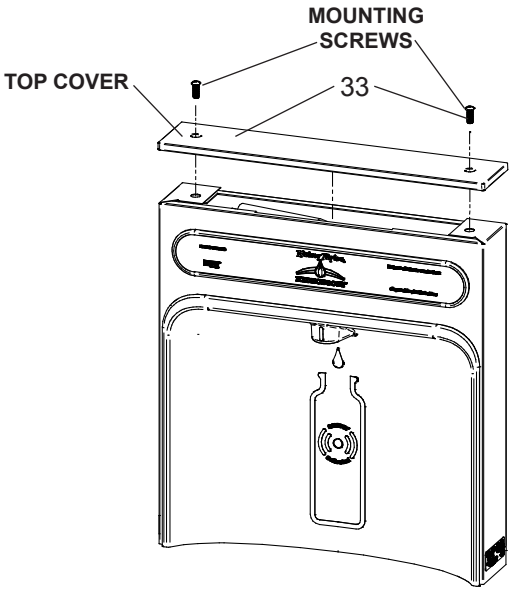
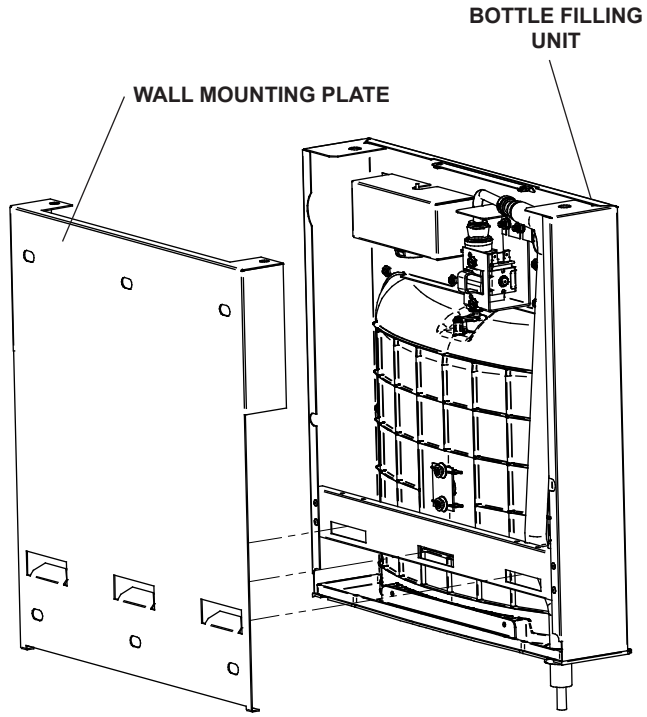

Fig. 7
Fig. 10
1) **Remove two (2) mounting screw**s with 5/32” Allen wrench holding top cover to Bottle Filler (See Fig. 7). Remove top cover. Note do not discard mounting screws, they will be needed to reinstall top cover.
8) **With the power cord and waterline through hole** on top of water cooler place Bottle Filler on the three (3) angled tabs protruding from the wall mounting plate installed on wall. Make sure round boss in gasket fits in hole of basin. (See Fig. 10).
9) **Once Bottle Filler is installed on wall plate tabs,** water line and power cord are installed properly, push top of Bottle Filler toward wall and line up top cover two (2) holes.
10) **Reinstall Top Cover on Bottle Filler** (See Fig. 7) with two mounting screws from step 1 above. Caution, do not over tighten screws.